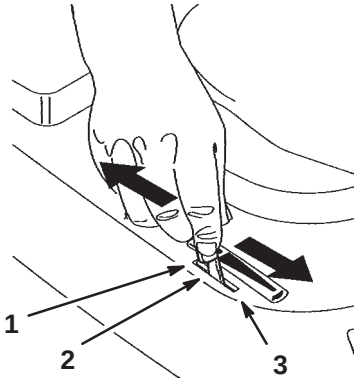

Figure 8
5. Placez la manette d'accélérateur en position de Starter (Fig. 8).
7. Lorsque le moteur a démarré, amenez progressivement la manette d'accélérateur en position de Régime maximum (Fig. 8). Si le moteur cale ou hésite, ramenez la manette d'accélérateur en position de Starter pendant quelques secondes. Mettez ensuite le levier en position de Régime maximum. Répétez l'opération si nécessaire.
1. Placez la manette d'accélérateur en position de Ralenti (Fig. 8).